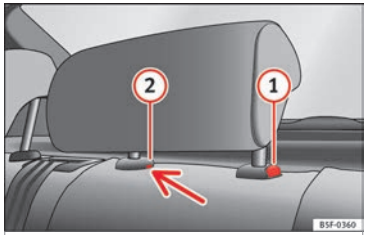

Fig. 146 Apoyacabezas trasero central: punto de desbloqueo.
– Para ajustar el apoyacabezas a una altura menor, pulse la tecla (1) ››› **fig. 146** y desplácelo hacia abajo.
– Pulse la tecla (1) ››› **fig. 146**, apretando a la vez por el orificio del seguro (2) ››› **fig. 146** con un destornillador plano de máximo 5 mm de anchura y retire el apoyacabezas.